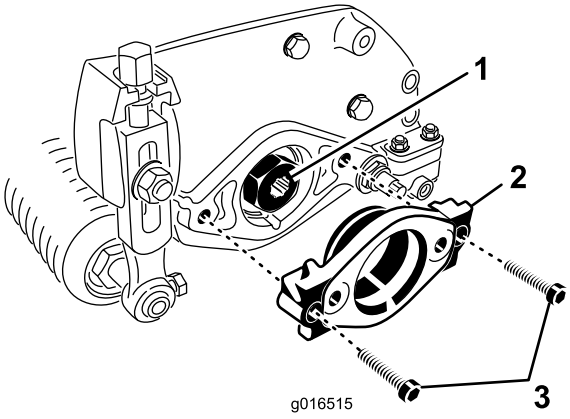

Figur 8
2. Ta bort de två insexskruvarna som fäster motorfästet till klippenhetens vänstra ände. Ta bort motorfästet (Figur 8).
3. Smörj insidan av drivskivan diameter (Figur 8).